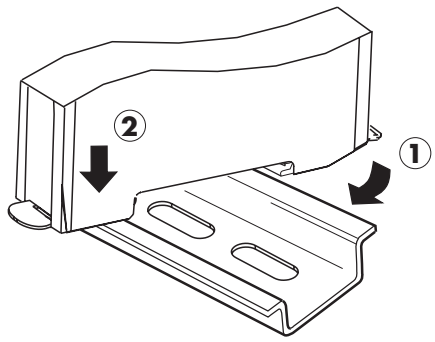

Figure 6: Clamping an MTL7700 range of barrier on to a DIN-rail
a) Hook the hazardous-area end of the mounting/earthing clamp over the hazardous-area flange of the DIN-rail (figure 6).